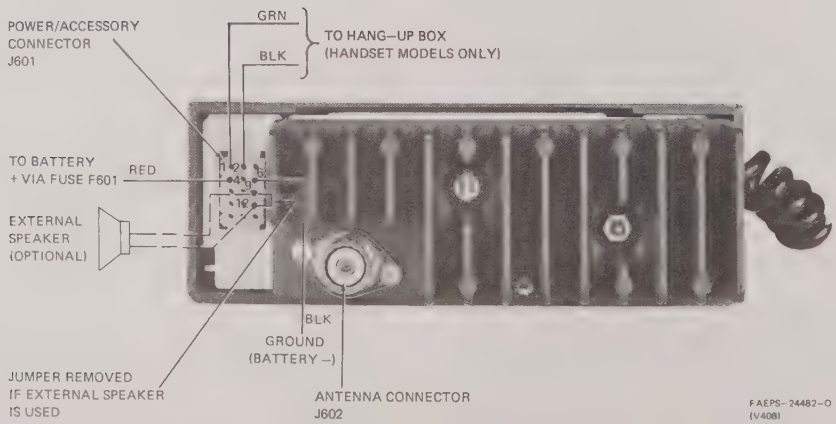

Figure 3. Connections to Radio Set Rear Panel
Step 5. Connect the power plug and coaxial cable connector to the radio set. See Figure 3. Install the radio in the trunnion mounting bracket.
(Refer to Figure 3)